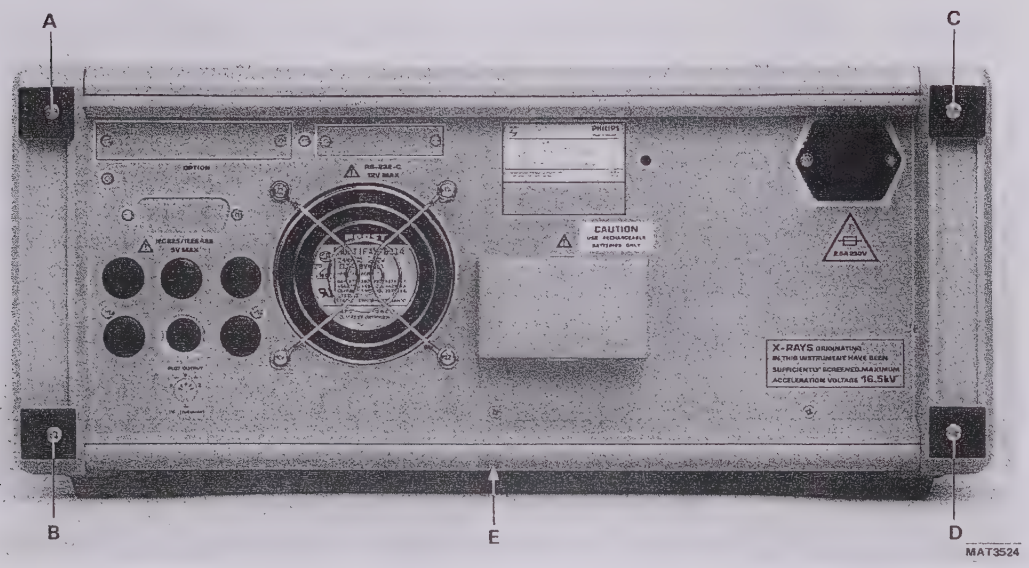

Figure 5.1 Removing the rear feet.
- Unscrew the screw marked E, which is placed in the center of the bottom cover (see figure 5.1).
- Unscrew the two screws A and B present in the left foot and the two screws C and D present in the right foot at the rear panel and remove these feet (see figure 5.1).